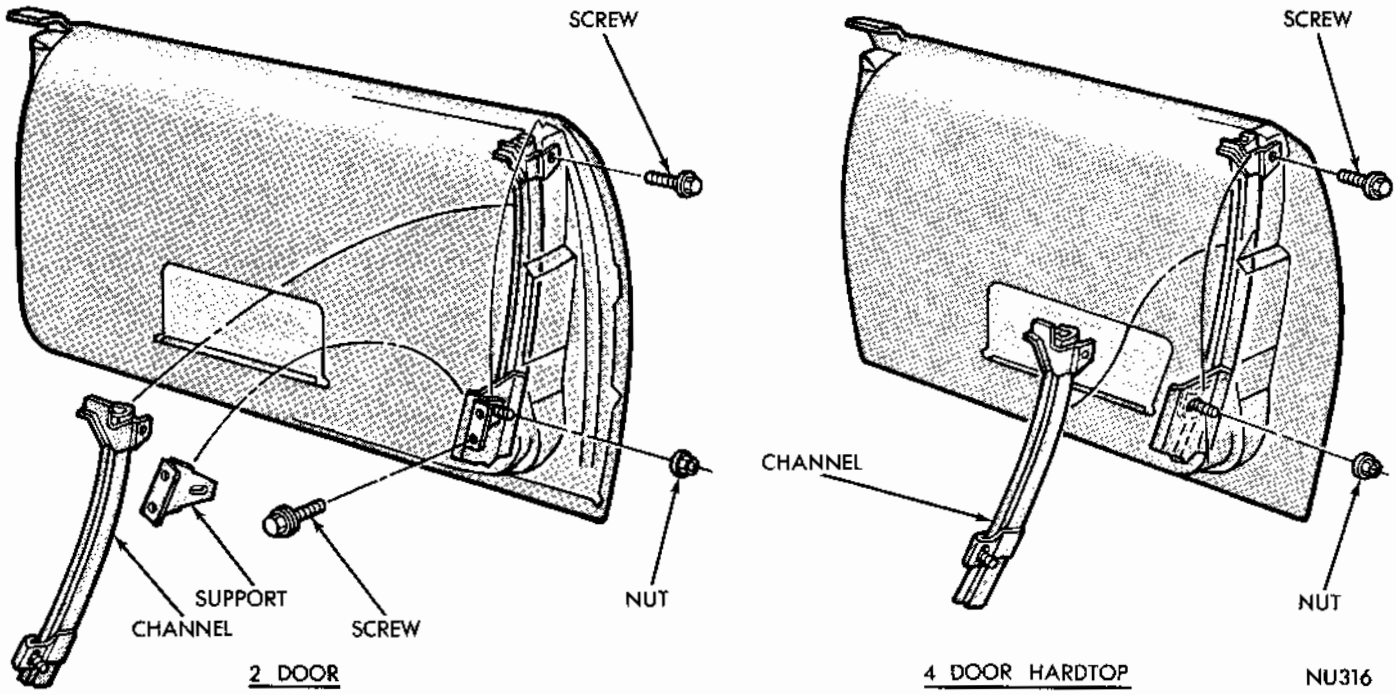

Fig. 15 - Glass Rear Channel
(1) Remove up-stop at rear channel.
(2) Remove the door glass and vent wing assembly.
(3) Remove channel upper support retaining screw at door lock face, inner panel support and lower support retaining nut (Fig. 15) at door.
(4) Remove channel assembly through large access hole.
(1) Position rear channel assembly into door through large access hole.
(2) Align upper support to hole in door lock face and install screw loosely (Fig. 15).
(3) Insert channel lower stud into slot of support assembly and secure with nut.
(4) Tighten upper support screw.
(5) Install door glass.
(6) Install up-stop at rear channel.